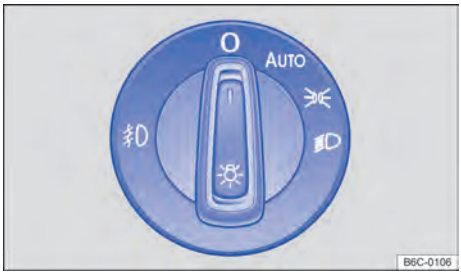

Fig. 76 Ao lado do volante: interruptor de luzes (uma variante).
– **Ligar o farol de neblina:** puxe o interruptor das luzes para fora → Fig. 76, até a primeira ranhura. A luz de controle se acende no interruptor na cor verde.